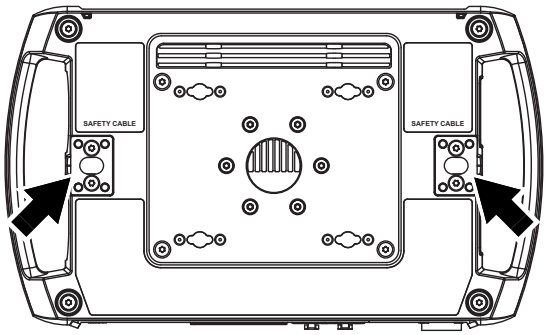

Figure 6 : Points d'attache de l'élingue
5. Voir la Figure 6. Installez une élingue homologuée comme accroche de sécurité pour le poids de l'appareil en la faisant passer par un point de fixation de sécurité (voir ci-contre) sous la base et autour d'un point d'ancrage sécurisé afin que l'élingue retienne l'appareil si une fixation principale cède. Tendez l'élingue autant que possible (en l'enroulant plusieurs fois autour de la barre du pont, par exemple).